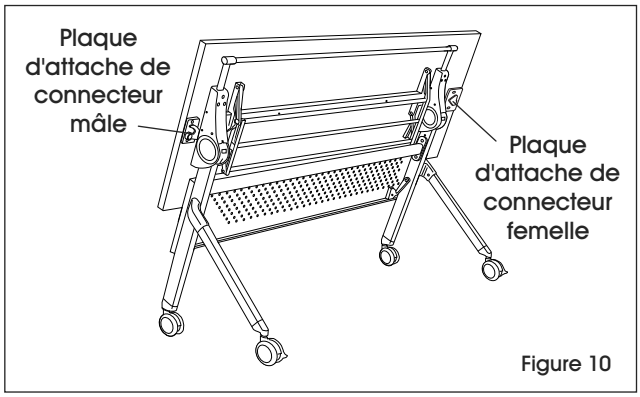

Figure 10
2. Répétez sur le côté droit pour fixer la plaque d'attache de connecteur femelle (18). (Voir les Figures 10 et 11)